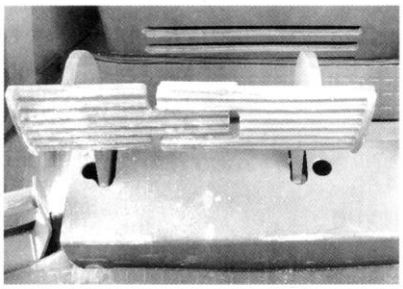

Рис. 2-4.
2.1.10. Проверка хода тормозной педали (рис. 2-4).